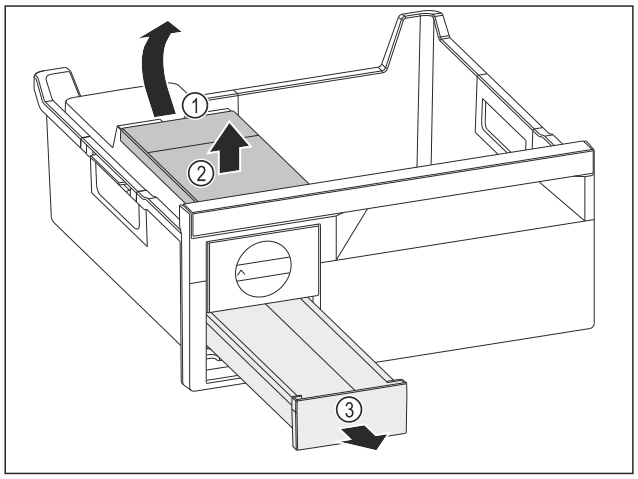

Fig. 140
▶ Scoaterea rezervorului de apă: Ridicați rezervorul de apă de la degajare *Fig. 140 (1)*.
▶ Scoateți rezervorul de apă *Fig. 140 (2)* în sus.
▶ Scoateți sertarul pentru cuburi de gheață *Fig. 140 (3)* spre înainte.